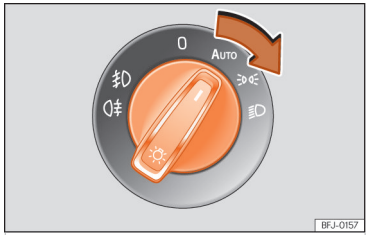

Abb. 67 Schalttafel: Lichtschalter.
- Schalten Sie die Zündung ein und stellen Sie den Lichtschalter in die gewünschte Position ››› (Abb. 67):